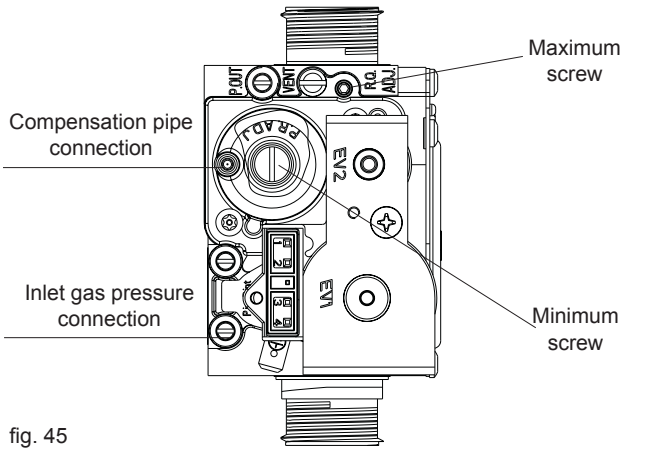

fig. 45
- using a 2.5mm Allen key, very slowly turn the maximum adjustment screw (see fig. 45) – clockwise to decrease, counter clockwise to increase – until the correct value is displayed on the CO_2 analyser (allow time for the analyser to stabilise).
- locate the minimum adjustment screw (fig. 45), using a suitable screwdriver remove the protection plug
- using a 4mm Allen key, very slowly turn the minimum adjustment screw (see fig. 45) - clockwise to increase, counter clockwise to decrease - until the correct value is displayed on the CO_2 analyser (allow time for the analyser to stabilise).